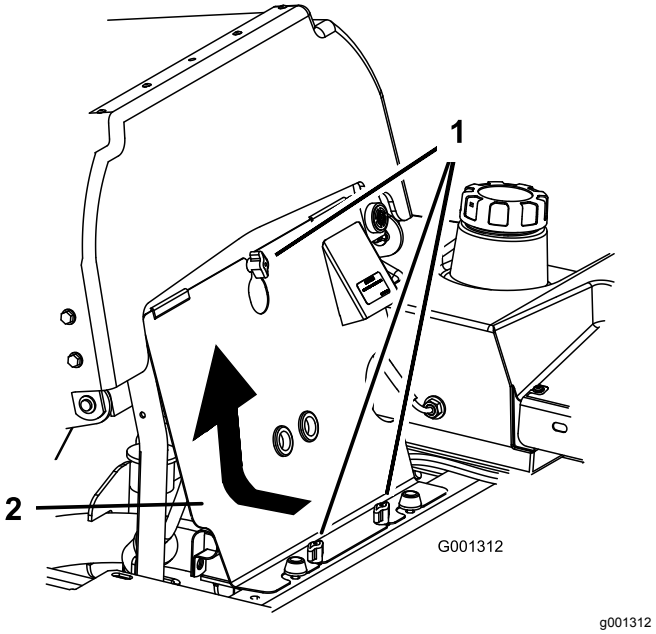

Figur 92
3. Løsne fremre motorpanelknotter og fjern panelet (Figur 92).